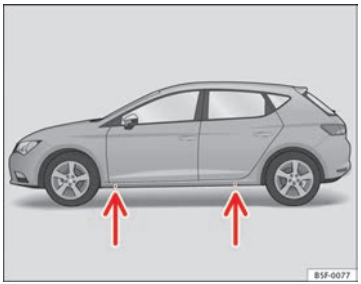

Fig. 128 Travessa: marcas
– Procure na longarina o ponto de apoio (zona para dentro) mais próximo da roda que pretende desmontar ⇒ Fig. 128. Na longarina, após a marca, encontra-se o ponto de apoio para o macaco*.